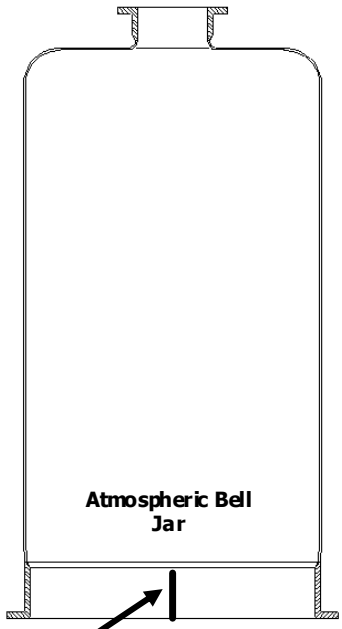

fig.2
• Align the reference line on the bottom flange with the grub screw in the ball bearing of the shutter plate (fig.2).